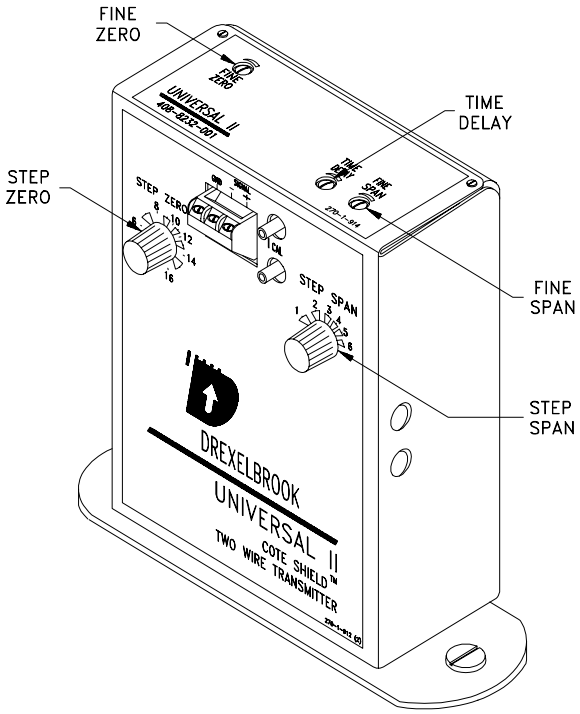

Figure 3-7
1) With fail-safe link in "DIR" position, (factory pre-set unless unit is ordered high level, see Section 3.1.3), set Fine Zero and Fine Span to extreme counterclockwise position. See Figure 3-7.
2) Set Fine Span and Fine Zero controls to extreme counterclockwise position. See Figure 3-7.
2) Set Fine Span and Fine Zero controls to extreme counterclockwise position. Do not force. See Figure 3-7.
1) Set fail-safe link to "DIR" position (see Section 3.1.3) and set Fine Span to extreme counterclockwise position. Do not force. See Figure 3-7.
1) Set the fail-safe link to the "REV" position (see Section 3.1.3) and set the Fine Span control to the extreme counterclockwise position. See Figure 3-7.
2) Set the Step Span control to Position #1 and Fine Span in the full counterclockwise position. See Figure 3-7.
2) Set the Step Span control to Position #1, and the Fine Span in the full counter clockwise position. See Figure 3-7.